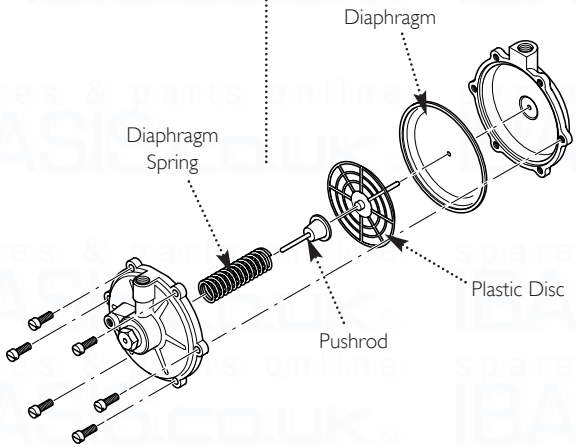

Fig. 83
**DHW Pressure Differential Valve** (Fig. 83)